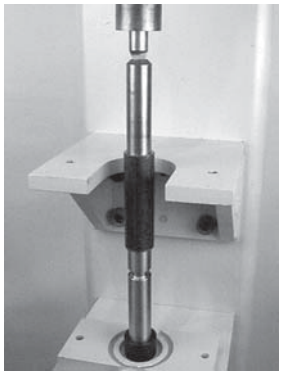

Figure 55
3. Using an arbor press or similar device, press bearing onto pulley shaft **(Figure 55)**.